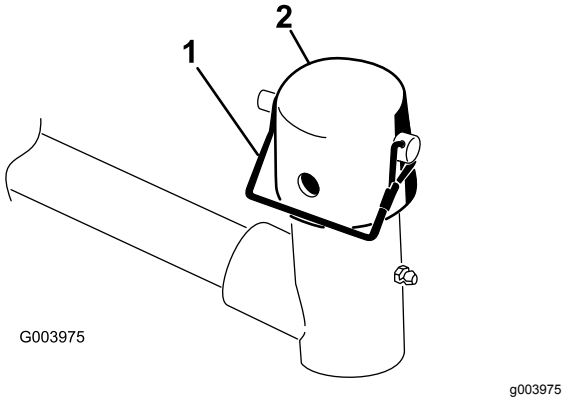

Figur 7
6. Avlägsna hjulsprinten från lyftarmens svängok. Avlägsna sedan locket (Figur 7).
10. Fäst locket och bärramens axel på lyftarmens ok med hjälp av låsstiftet (Figur 7).